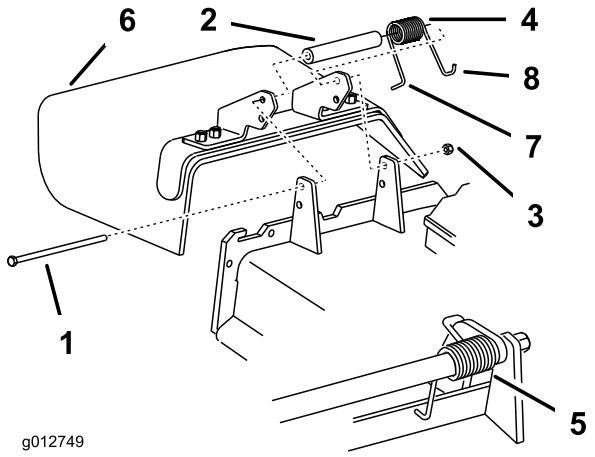

Figure 89
1. Retirez le contre-écrou, le boulon, le ressort et l'entretoise qui fixent le déflecteur aux supports de pivot (Figure 89). Enlevez le déflecteur s'il est endommagé ou usé.
Remarque: Prenez soin de placer l'extrémité en **L** du ressort derrière le bord du tablier avant de mettre le boulon en place, comme indiqué à la Figure 89.
3. Remettez le boulon et l'écrou. Accrochez l'extrémité en **J** du ressort au déflecteur d'herbe (Figure 89).